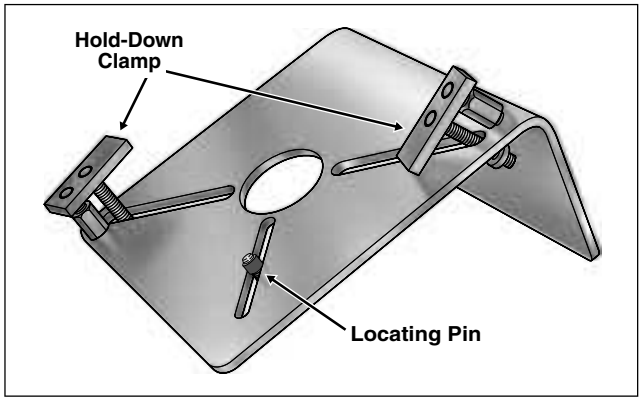

Figure 3-127. Flywheel Fixture (Part No. HD-44358)
a. Obtain FLYWHEEL SUPPORT FIXTURE (HD-44358). See Figure 3-127. Install brass jaws or shop towels around teeth of vise to prevent damage to tool. Clamp tool in vise with the round hole topside.